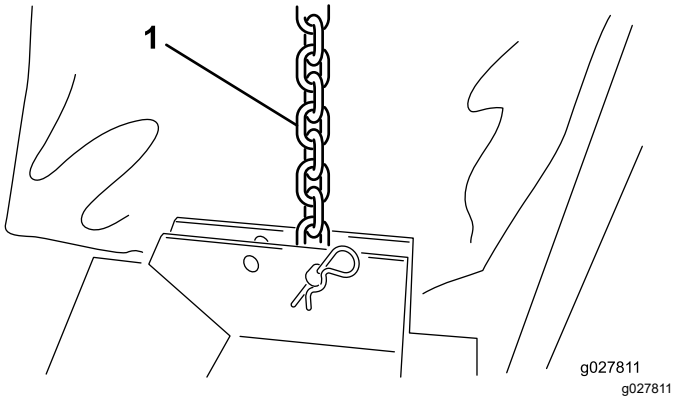

Figura 3
3. Ligue cada corrente de elevação ao suporte correspondente da plataforma com um passador de forquilha e um perno de gancho (Figura 3).